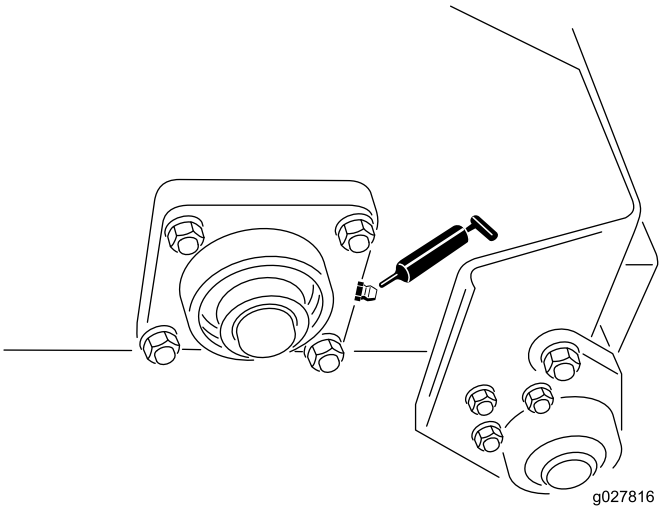

Figuur 8
- Vingerrotorlagers (2) (Figuur 8)